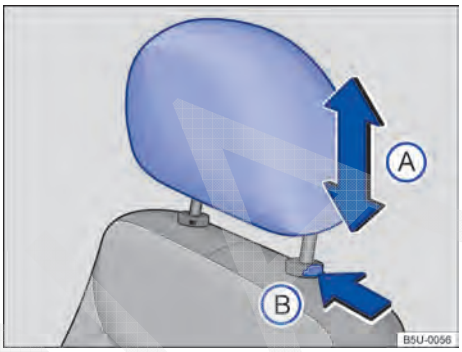

Fig. 36 Ajustar o apoio para cabeça dianteiro.
– Empurrar o apoio para cabeça para cima ou para baixo na direção da seta → Fig. 36 Ⓐ → ⚠.